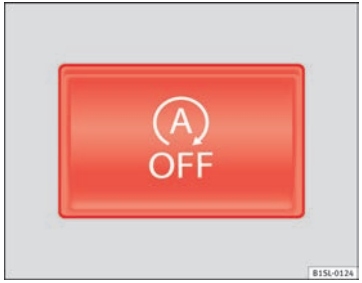

Fig. 103 At the top of the centre console: Start-Stop system button
- Press the button situated in the centre console ⇒ Fig. 103.